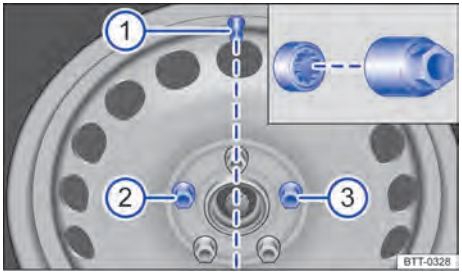

Fig. 239 Válvula del neumático ① y ubicaciones del tornillo de rueda antirrobo ② o ③.
En las ruedas con tapacubos integrales, el tornillo de rueda antirrobo tiene que estar enroscado en la posición → Fig. 239 ② o ③, tomando como referencia la posición de la válvula del neumático ①. De lo contrario, no se podrá montar el tapacubos.